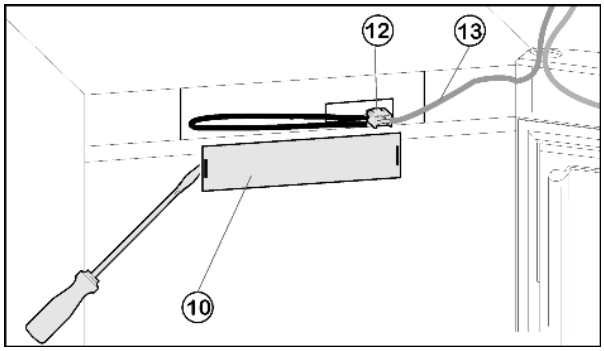

Fig. 8
- ▶ Frontblende *Fig. 8 (10)* mit Schlitzschraubendreher abnehmen.
- ▶ Kontakt herausnehmen und Steckerverbindung *Fig. 8 (12)* lösen.
- ▶ Graues Kabel *Fig. 8 (13)* aus der Führung lösen.